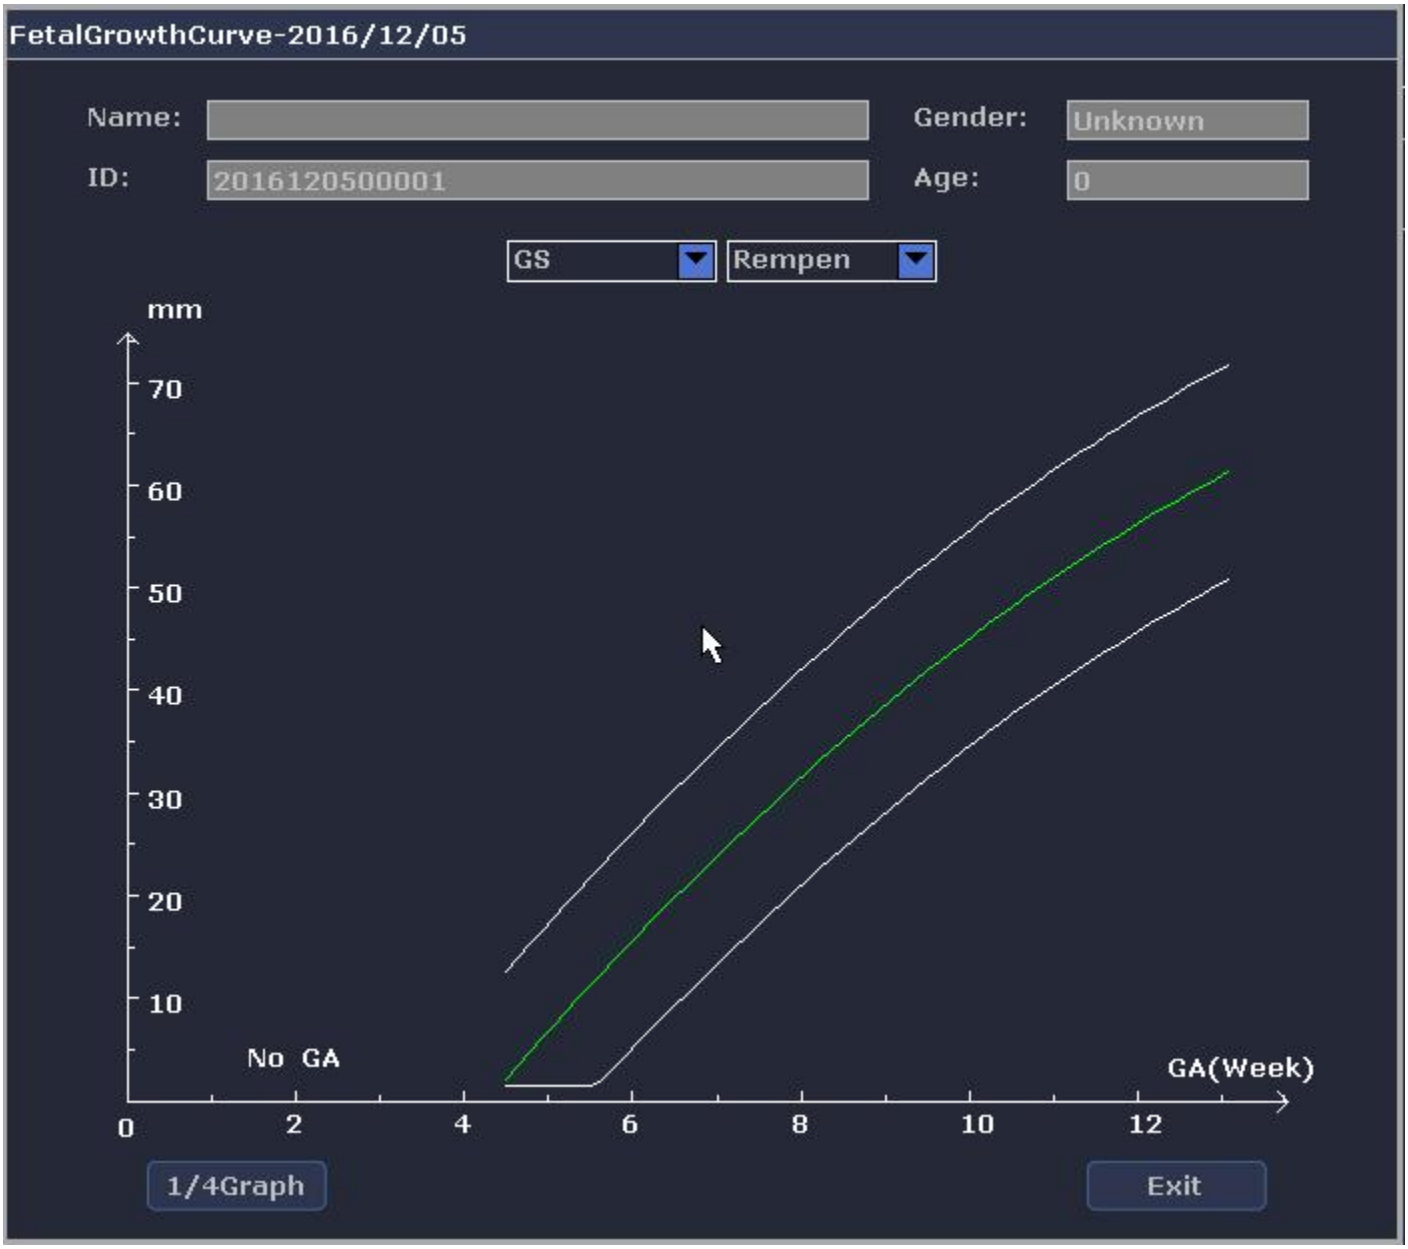

Figure 9-2 Fetal Growth Curves
1. The measurement item and measurement method are displayed above the diagram. If you want toselect another ones, clic at the right to select it and the relevant fetal growth curves display on the screen, as shown in Figure 9-2.